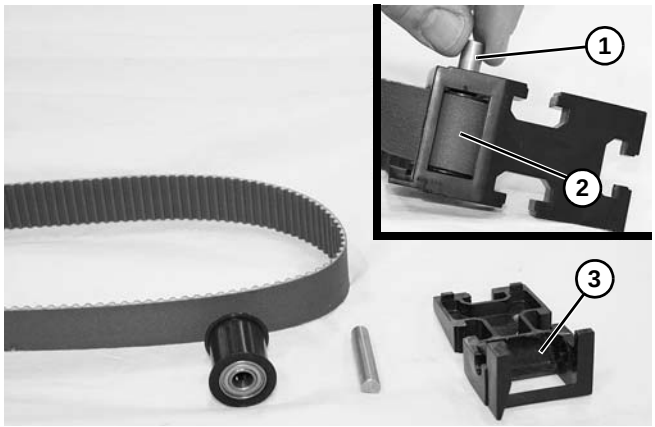

Figure 25
7. Remove roller pin **(Figure 25, item 1)** and roller assembly with belt **(Figure 25, item 2)** from end cap **(Figure 25, item 3)** on both ends of belt.